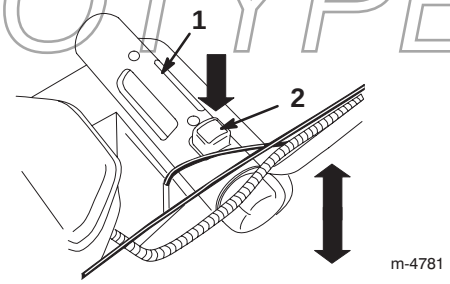

Figure 12
2. Press down on the red button and hold the cutting height adjustment handle to move the cutting height up or down (Fig. 12).